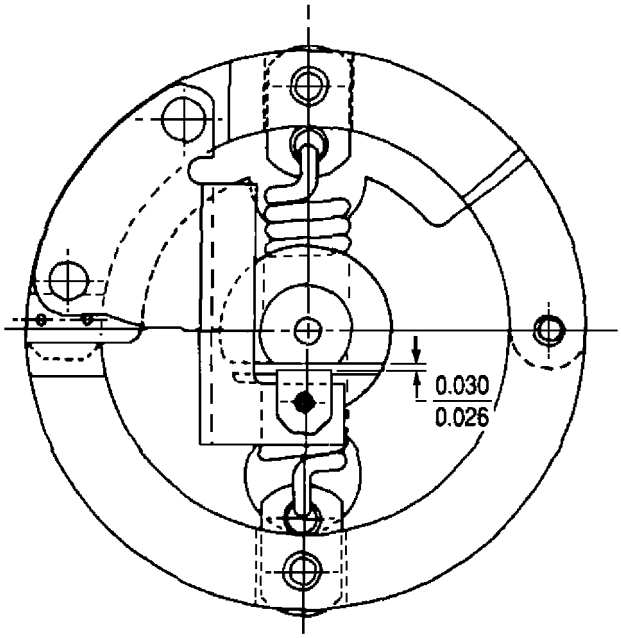

Figure 14. Carrier Flyweight Shaft Clearance Limit
(4) Install retaining spring plates (19 and 21), pins (22) and spring (31) to carrier flyweight shaft (23) and speed sensitive weight (24), using 6795871 fixture and 6795873 fixture. Clearance of tang of speed sensitive weight and yoke of carrier flyweight shaft shall be 0.001 in. on each side.
(5) Maintain clearance of figure 14 after assembly of carrier flyweight shaft (23).